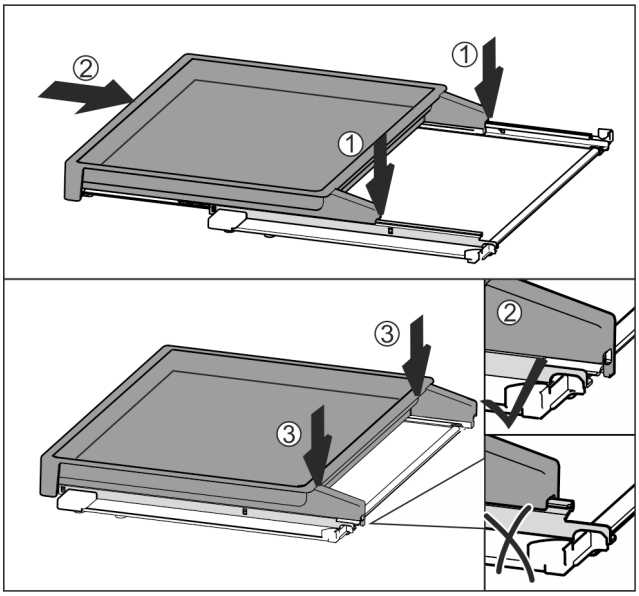

Fig. 155
▶ Place centrally on the rails *Fig. 155 (1)*.
▶ Slide the pull-out board all the way in *Fig. 155 (2)*.
▶ Press down at the back until it clicks into place *Fig. 155 (3)*.